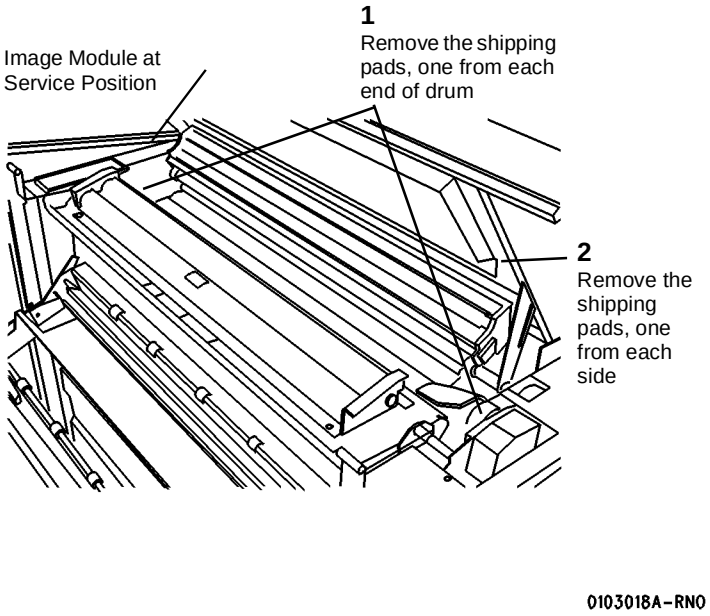

**Figure 5 Removing the Shipping Pads**
8. ( Figure 5): Remove the shipping pads located near the ends of the Image Module.